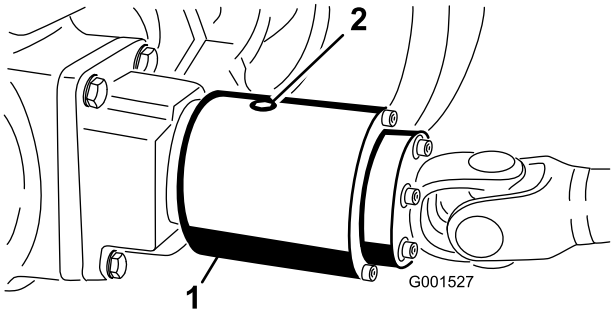

Figuur 56
3. Draai de koppeling zodanig dat de controleplug naar beneden wijst (Figuur 56).